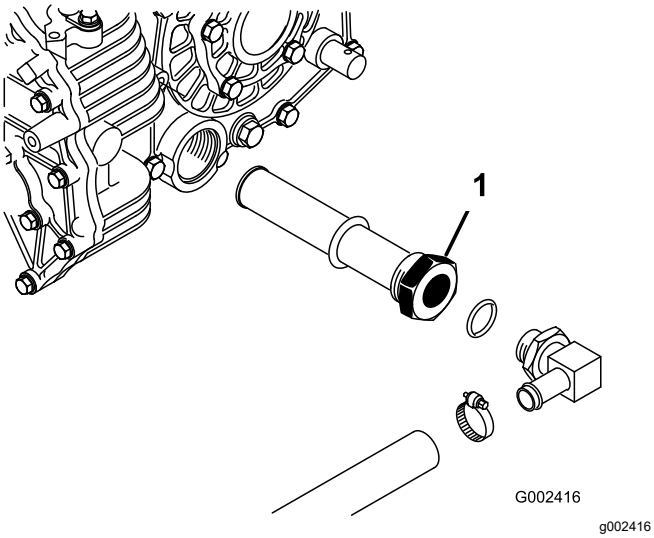

Figur 71
5. Observera riktningen på hydraulslangen och 90-graderskopplingen som är anslutna till filtret på tankens ena sida (Figur 71).